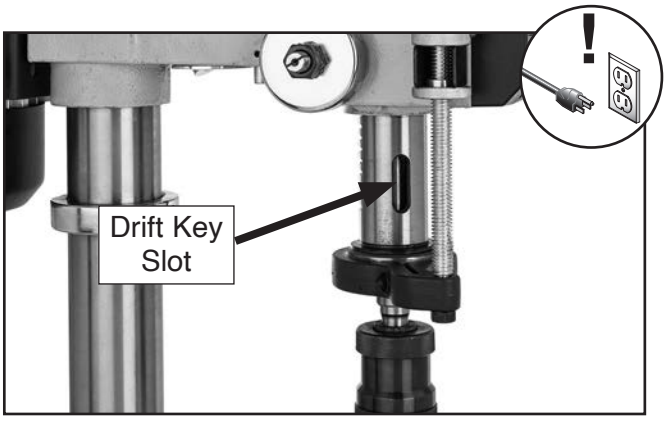

**Figure 24.** Drift key slot exposed.
2. Rotate downfeed handles until drift key slot is exposed in side of quill (see **Figure 24**).